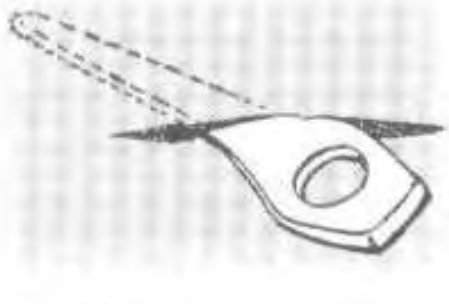

Fig. 93 – Universal piton.
- Universal pitons have the eyehole at a 45-degree angle relative to the blade (fig. 93).